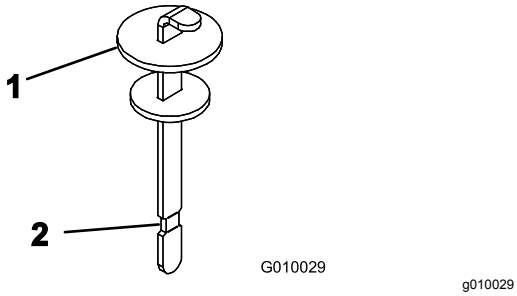

Figur 20
4. Fjern målepinden fra påfyldningsstudsen, og tør den af med en ren klud. Indfør oliemålepinden i påfyldningshalsen, tag den op igen, og kontroller væskestanden. Væskestanden skal nå op til mærket på målepinden (Figur 20).